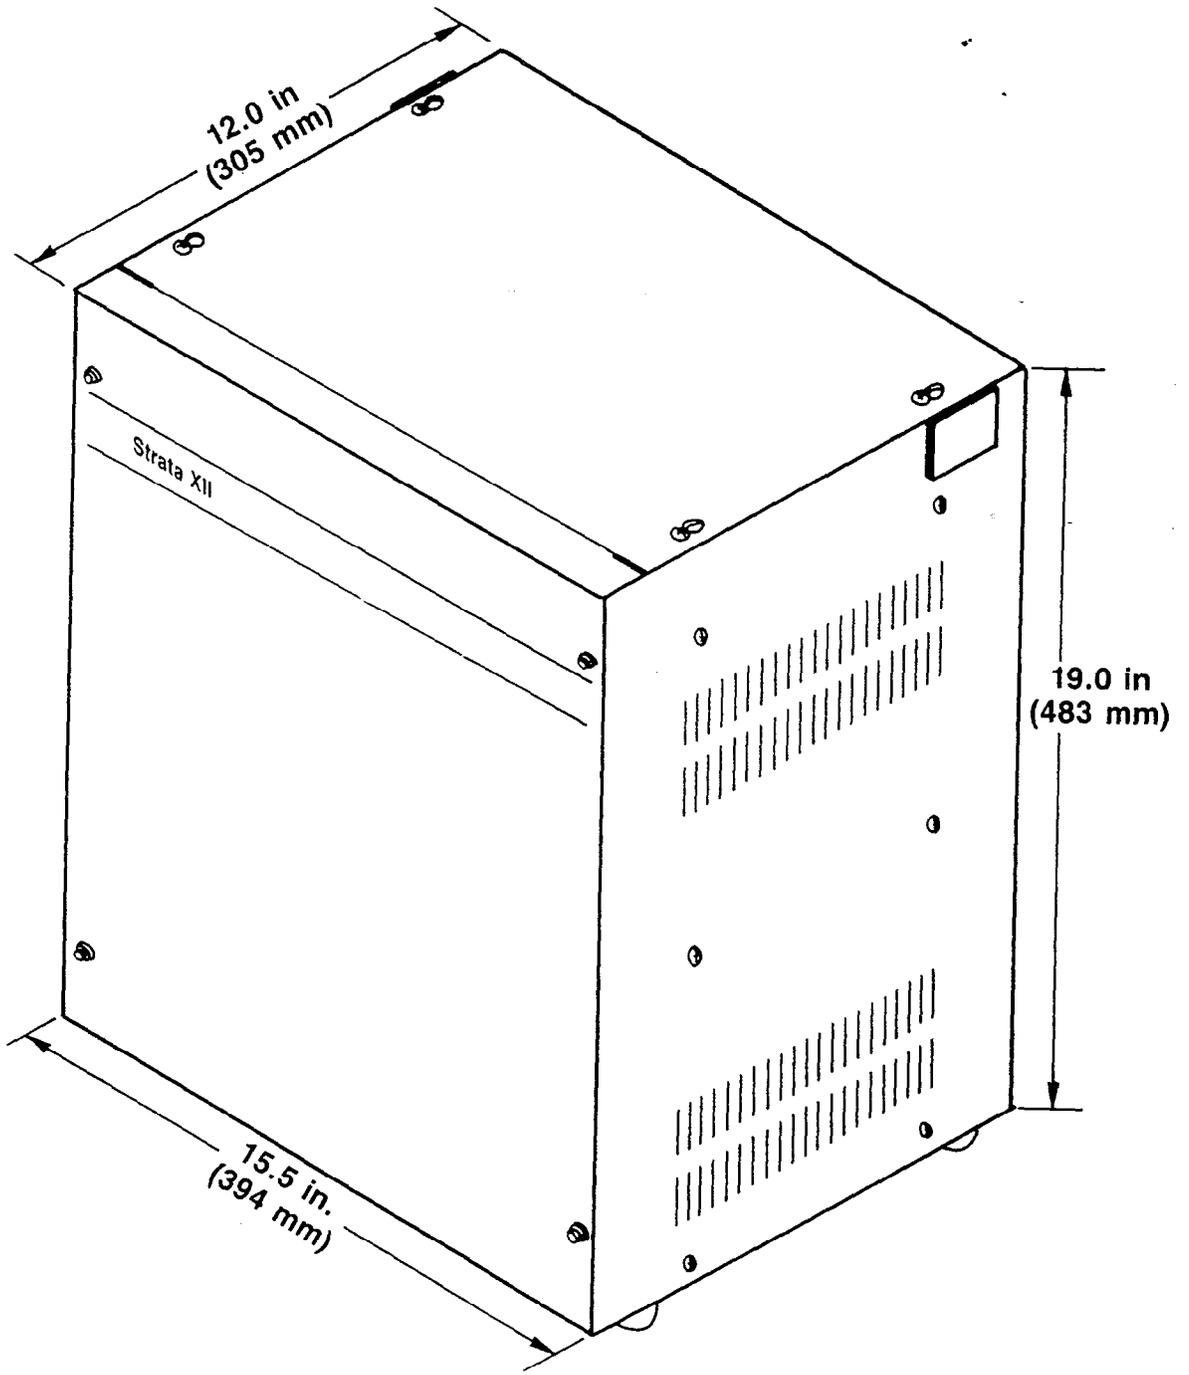

FIGURE 1—STRATA XII MKSU (Dimensions)
02.01 Each of the STRATA MKSUs consist of a single metal cabinet (Figures 1 and 2) with the following dimensions: